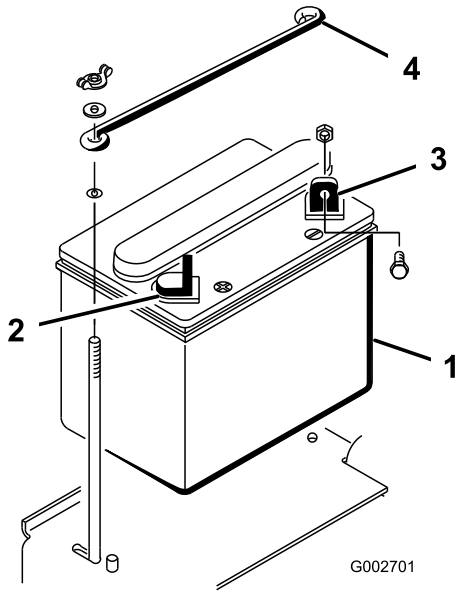

**Figur 4**
1. Sätt batteriet på plats med minuspolen riktad mot maskinens bakre del (Figur 4).